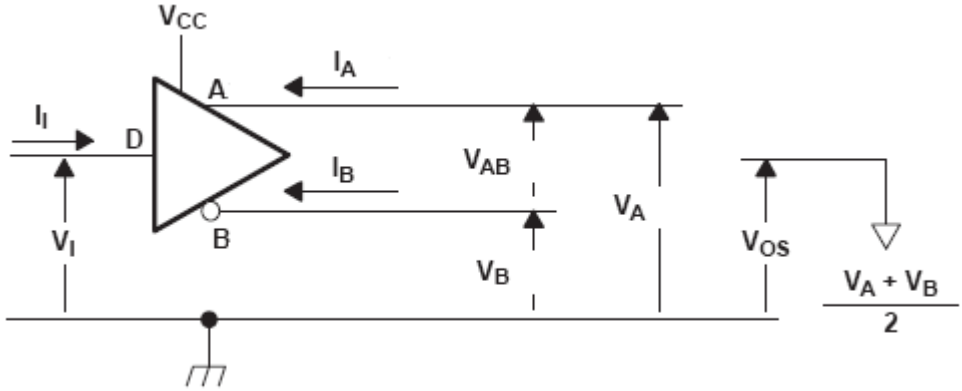

Figure 3. Driver Voltage and Current Definitions
3. See Figure 3. DC Measurements reference.